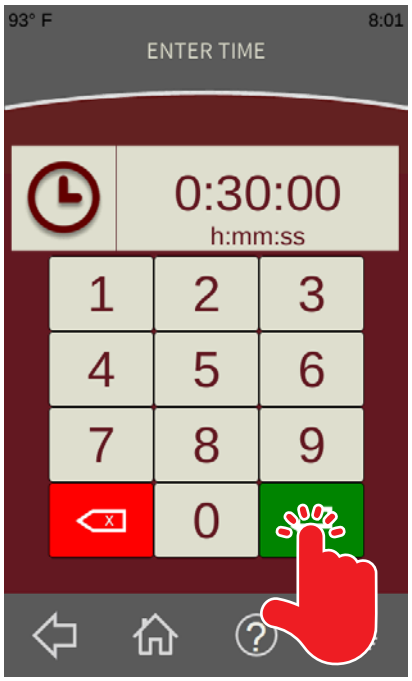

Fig. 7
3. From the ***Enter Time Screen*** (Fig. 7), enter the desired time on the keypad and touch the green Enter button (Fig. 7).